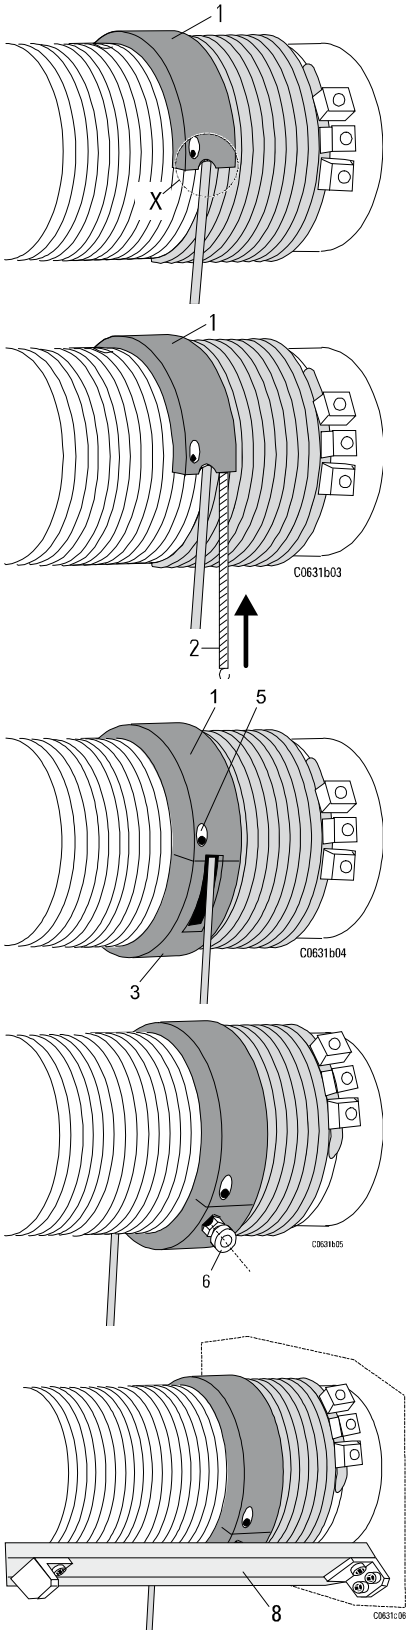

Рис. 94.
- Полукольцо (1) с коротким окошком уложите рядом с последним витком каната вокруг барабана так, чтобы канат выходил в зоне окошка (x).
- Натяжную пружину каната (2) введите в направляющую гайку направляющего полукольца каната (1) и зацепите концы пружины. В качестве вспомогательного средства используйте специнструмент (a) (см. Рис. 94. и Рис. 95.).
- Второе полукольцо (3) с длинным окошком для выхода каната уложите на канатный барабан так, чтобы канат прямо и без изгибов выходил из жёлоба барабана через окошко. Второе полукольцо должно быть соединено без смещения с первым полукольцом.
- Скрутите оба полукольца с помощью нажимных пружин и болтов (5).
- Вкрутите в направляющее кольцо каната упор с подшипником и упругой зажимной шайбой (6).
- Установите защиту направляющего кольца каната (4) (SH6 - 2/1 L4-L5).
- Прикрутите защитный лист (8).